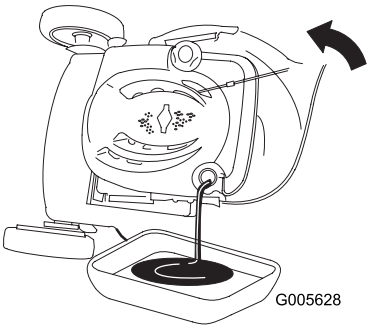

Figur 32
3. Tip plæneklipperen over på siden (med luftfilteret opad) så olien kan løbe ud gennem oliepåfyldningsrøret (Figur 32).